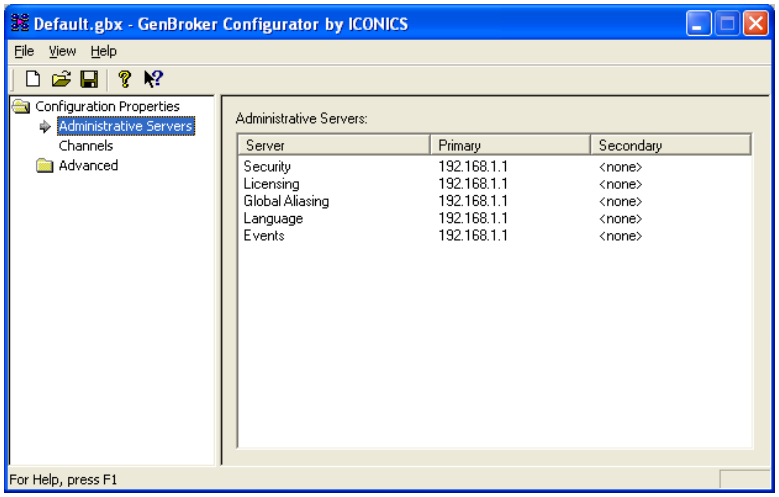

Figure C.10: Primary Servers All Point to IP Internal to the Firewall
18. The Primary Servers have the internal address, as shown in **Figure C.10.**